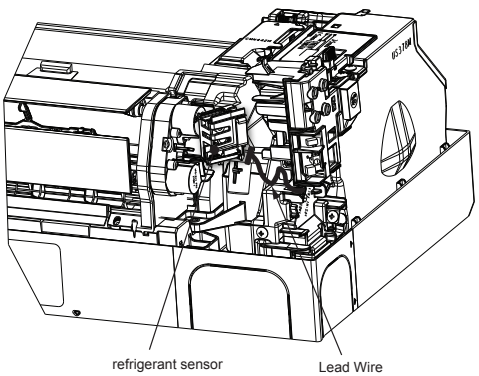

Fig. 3
4) Connect the lead wire of refrigerant sensor. (Fig. 3)